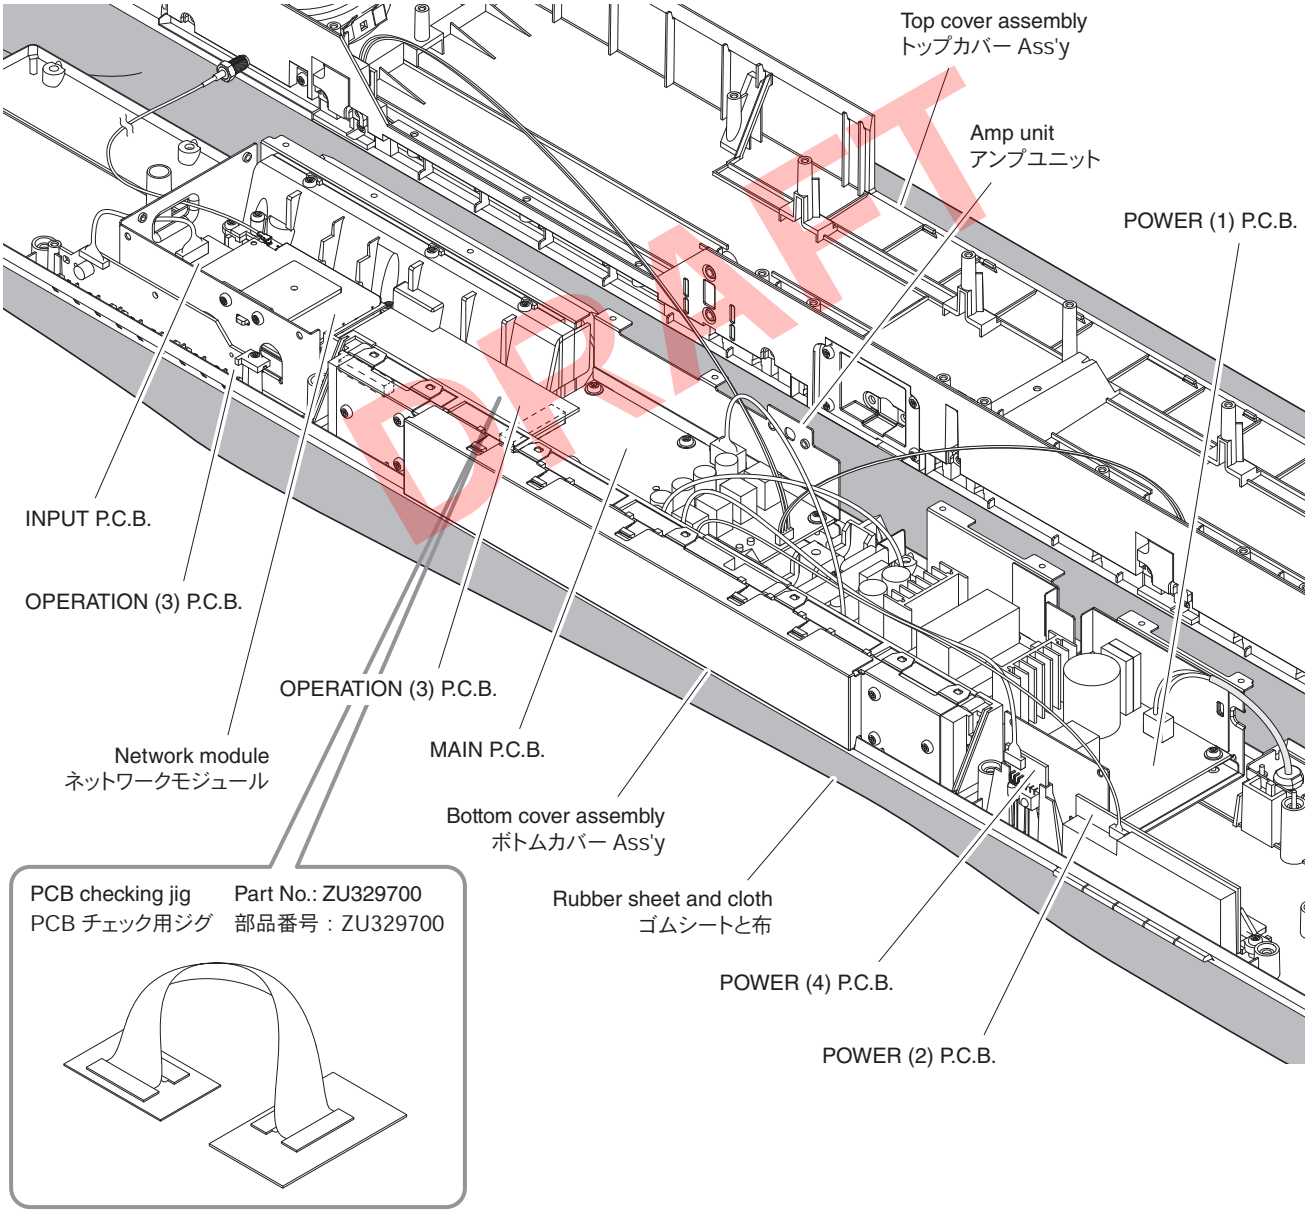

Fig. 10
- Spread the rubber sheet and the cloth. Then place P.C.B.s on the cloth and check it. (Fig. 10)
* It is possible to check the circuits and other parts under the OPERATION (3) P.C.B. by removing the the OPERATION (3) P.C.B. and connecting the jig specially designed for checking P.C.B.s.
- ゴムシートと布を敷き、その上に P.C.B. を置いてチェックします。(Fig. 10)